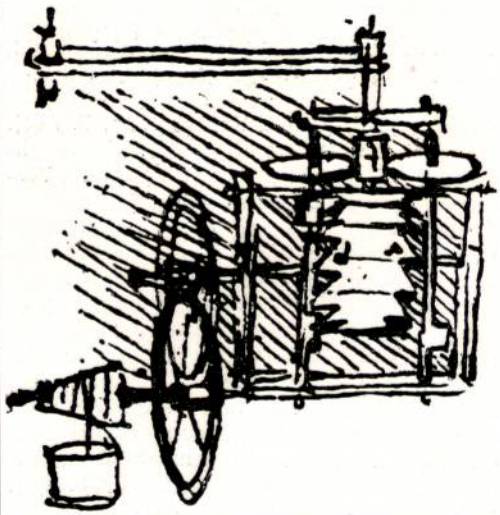

Abb. 225. Skizze zu einem Bogenklavier von Leonardo da Vinci, um 1488—1497.
3. Bogenklavier, auch Geigenklavier oder Nürnberger Hackbrett genannt, wurde schon von Leonardo da Vinci im Prinzip skizziert (Manuskr. B. Bl. 50 v). In Abb. 225 sehen wir links unten den Antrieb durch Gewicht oder Spiralfeder. In der Mitte des Werks wird ein Rad gedreht, das am Umfang ziemlich breit gehalten und an beiden Rändern zackenförmig ausgeschnitten ist. In diese Zacken greifen von rechts und links kleine Bleche ein, die paarweise an zwei senkrechten Achsen sitzen, wie dies bei der sogenannten Lappenspindel in Uhrwerken stets der Fall ist. Das breite, beiderseits ausgezackte Rad kann sich, weil es abwechselnd gegen eine der Lappenspindeln stößt, nicht schnell umdrehen. Oben auf den Lappen-